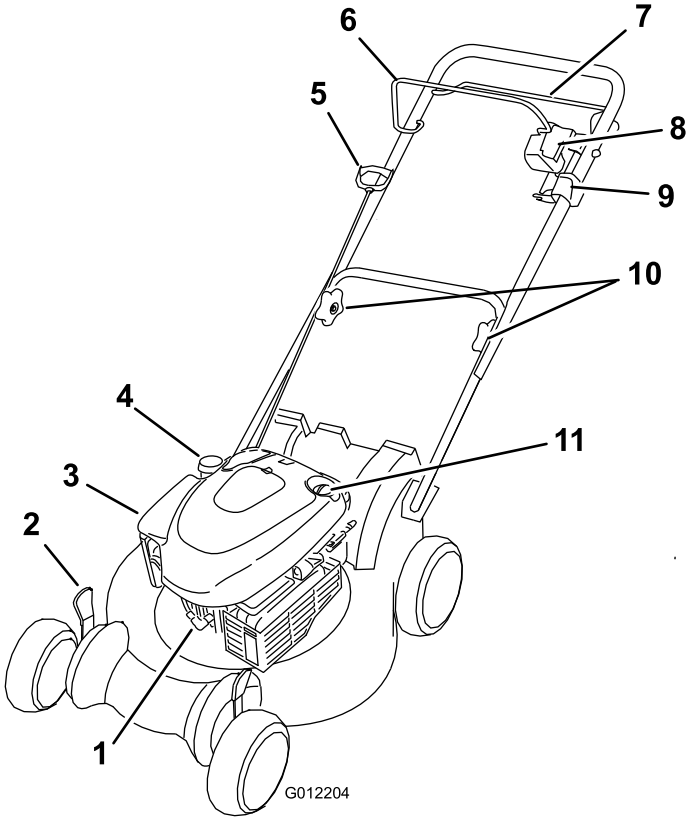

Figur 10
2. Om tändningslåset på gräsklipparen (Figur 10) utgörs av en vippbrytare (med både ”I” och ”Stop”) för du brytaren till ”I”-läget. Annars går du till steg 3.
Om tändningslåset på gräsklipparen (Figur 10) utgörs av en vippbrytare (med både ”I” och ”Stop”) för du brytaren till stoppläget. Annars håller du tändningslåset i stoppläget tills motorn stannar.